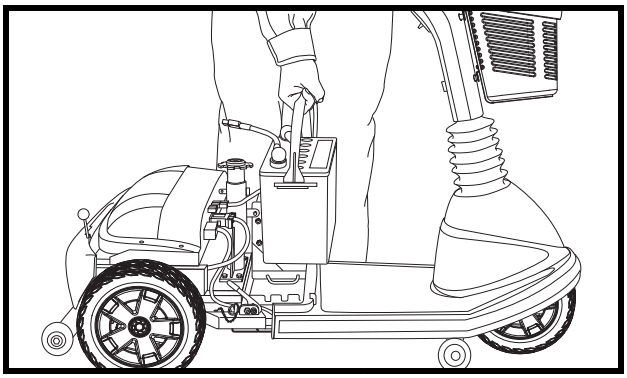

Figure 21. Battery Removal
7. Lift both batteries off the scooter. **See figure 21.**